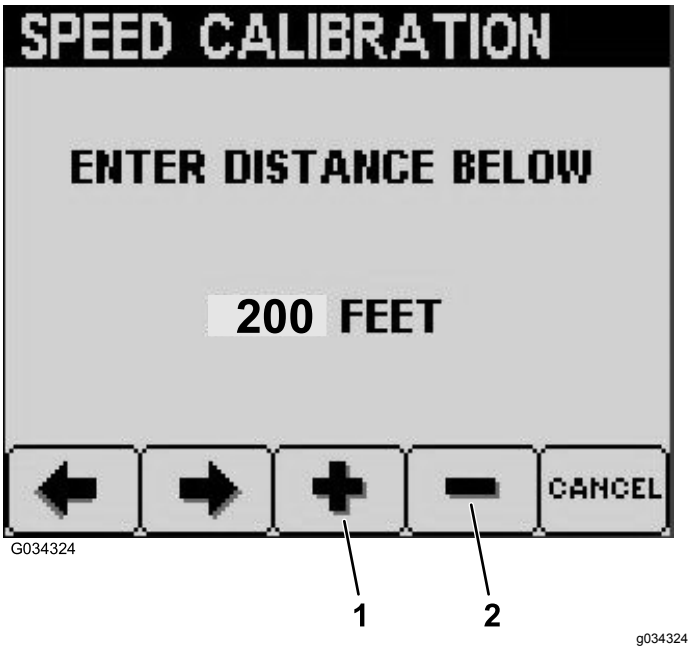

Figur 40
7. Tryk på knap 3 for at øge den ønskede afstand, eller tryk på knap 4 for at mindske den ønskede afstand (Figur 40).